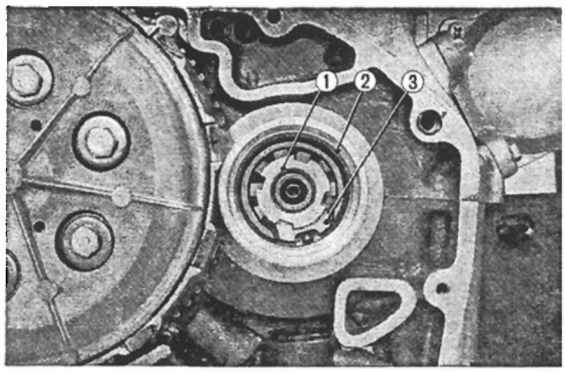

Fig. 3.78 Assembling the oil filter rotor
2. Make sure that the 16 mm mounting nut is properly torqued and locked to prevent loosening. **(Fig. 3.78)**